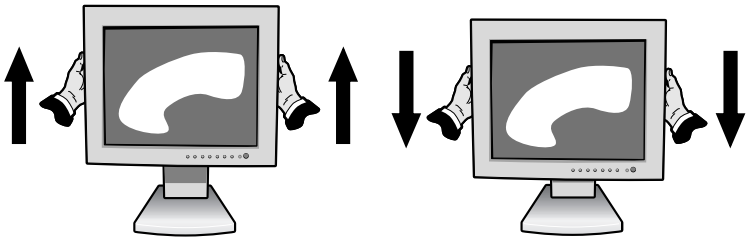

Rysunek RL.1
W celu ustawienia ekranu, chwyć za monitor i ustaw ekran w żądanej pozycji (**Rysunek RL.1**).
W celu uniesienia lub obniżenia ekranu, chwyć za monitor i ustaw ekran w najwyższej pozycji (**Rysunek RL.1**).
2. Chwyć za monitor i ustaw ekran w najwyższej pozycji (**Rysunek RL.1**).